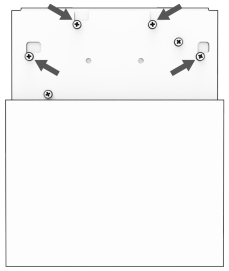

Рисунок 3
2. Ослабьте винты крепления подложки светильника к подвесу (но не выкручивайте их до конца), освободите подвес, как показано на рис. 3;